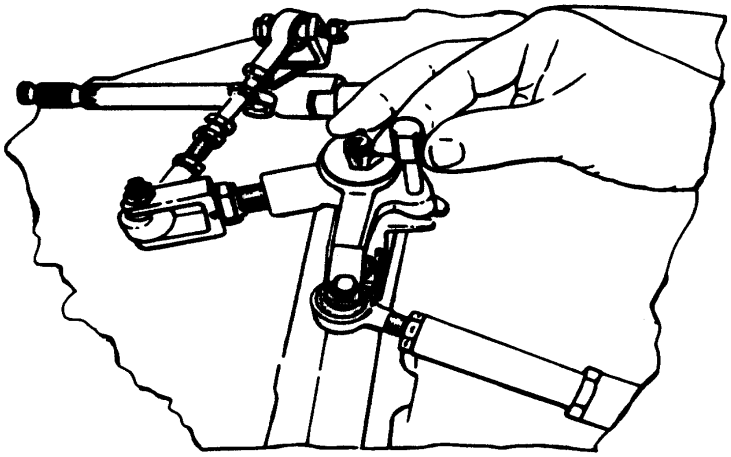

Figure 24. Installing 6796757 Rigging Pin in Bellcrank Rigging Hole
f. Correct length between center of nut on bellcrank to center of hole in the clevis is 3.405–3.421 in. (QA)
g. Install a 6796757 rigging pin in the bellcrank rigging hole. (See figure 24.)